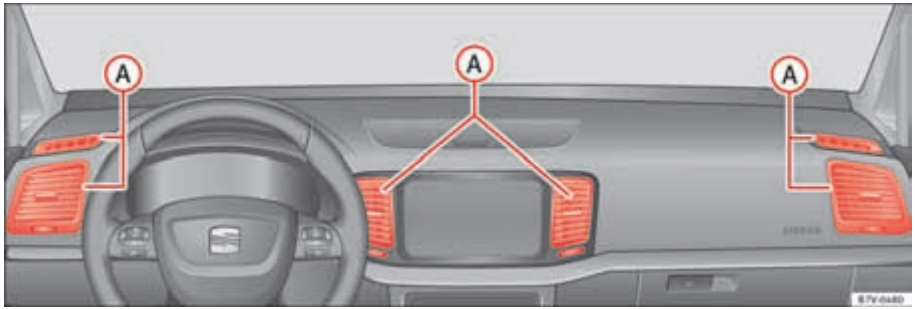

Fig. 131 Air vents in the instrument panel.
Never close the air vents ⇒ fig. 131 (A) completely to ensure heating, cooling and ventilation inside the vehicle.